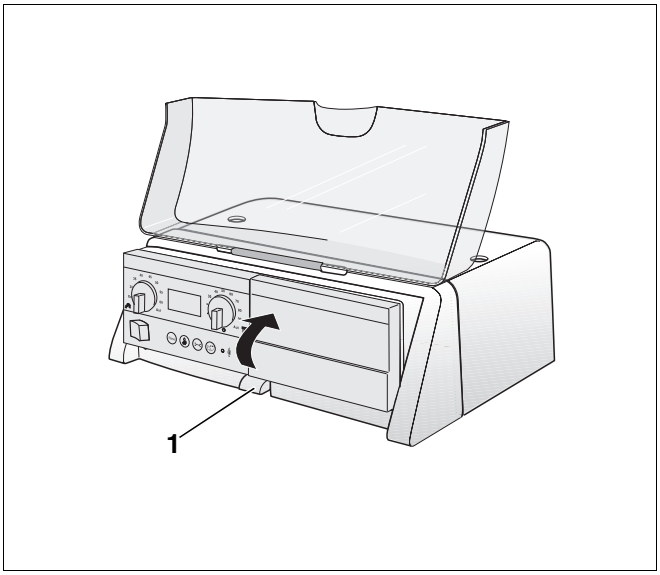

Rys. 38 Przechylanie uchwytu sterownika bazowego
- Wcisnąć w dół środkowy hak (rys. 38, **poz. 1**) w uchwycie sterownika bazowego.